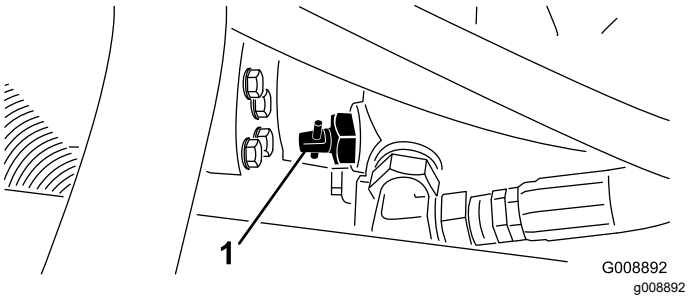

Figuur 41
1. Ga naar het omloopventiel op de pomp (Figuur 41) en draai deze 90°.